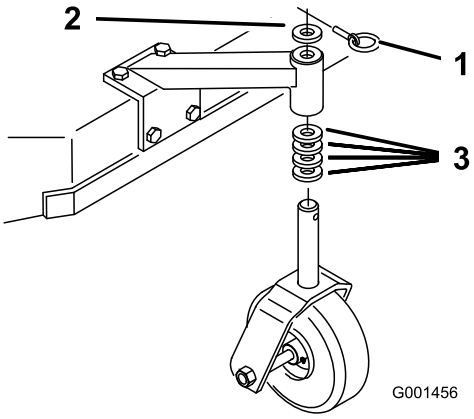

Figure 5
1. Using the Height-of-Cut Chart (page 8), adjust the caster spacers to match with the axle hole selected (Figure 5).
2. Remove the latch pin, slide the caster from the support, and change the spacers (Figure 5).
3. Install the caster in the support and insert the latch pin (Figure 5).